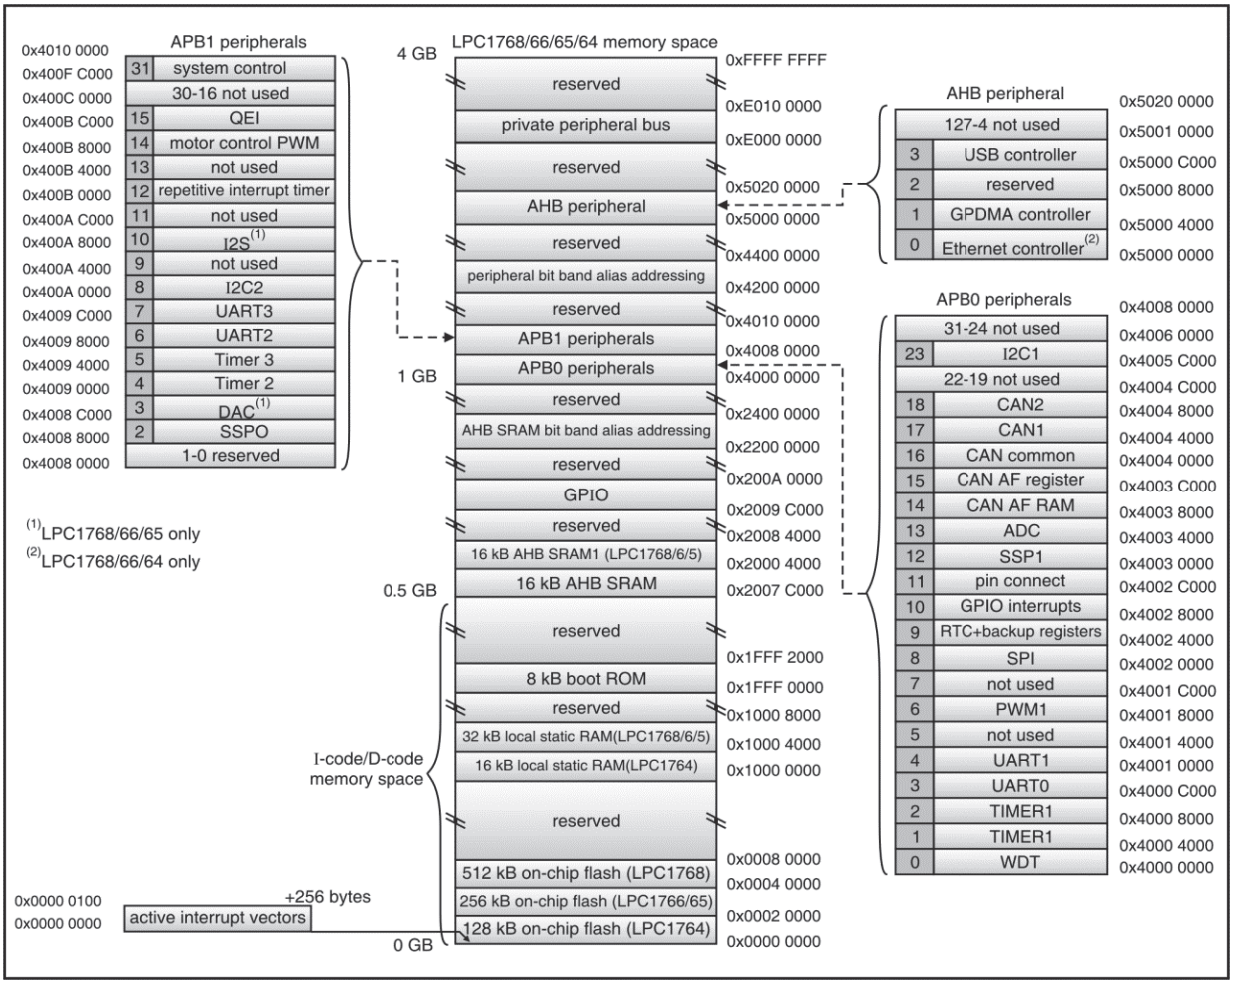

Fig. 2.5.1 : LPC1768/66/65/64 memory map#
- The LPC17xx incorporates several distinct memory regions, shown in the following Fig. 2.5.1 shows the overall map of the entire address space from the user program viewpoint following reset, the interrupt vector area supports address remapping.